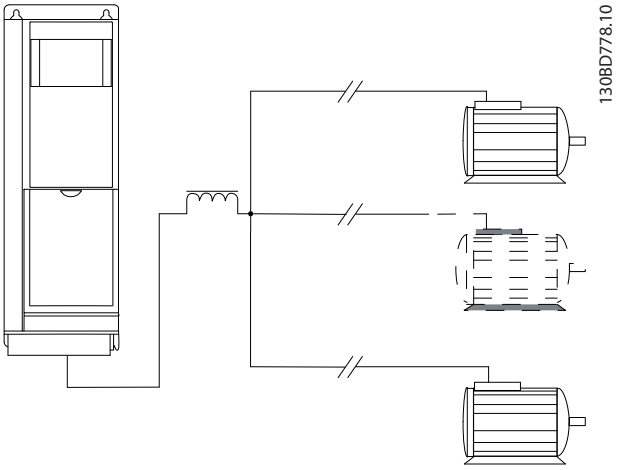
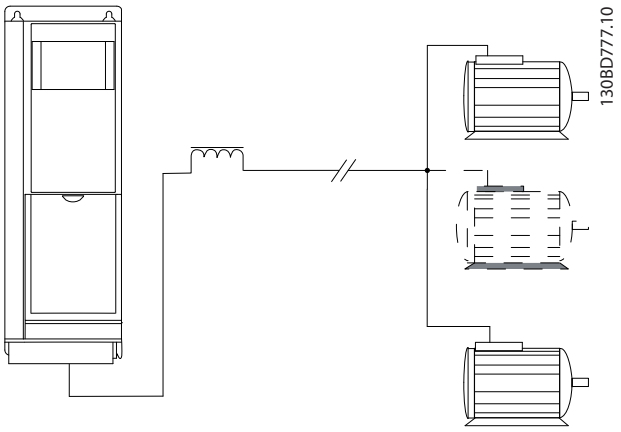

图 9.54 长并行电缆的 LC 过滤器
图 9.53 带负载的并行电缆
- 只要并联的每根电缆的长度不超过 10 米，*表 5.2* 中指定的电机电缆总长度即有效，请参阅 *图 9.53* 和 *图 9.54*。
- 考虑电机电缆两端的压降，请参阅 *图 9.54*。
- 对于长并行电缆，使用 LC 滤波器，请参阅 *图 9.54*。